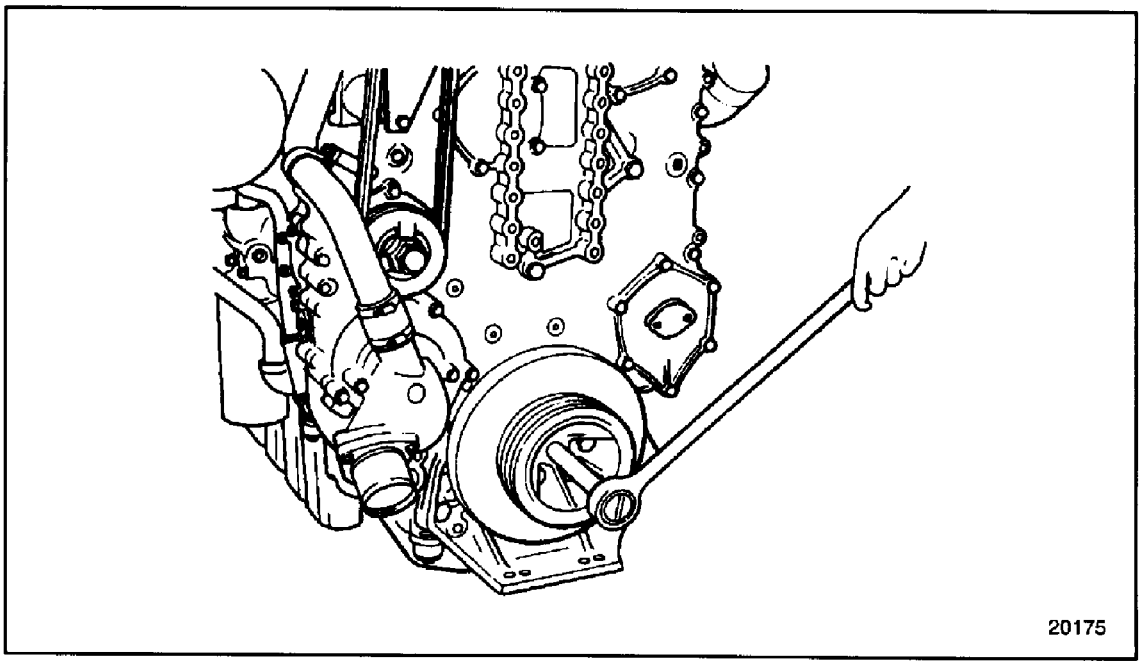

Figure 1-406 Barring Engine Over
6. Using the 3/4 in. square drive hole in the center of the crankshaft pulley and a 3/4 in. drive breaker bar, turn the crankshaft slowly in the direction of engine rotation. See Figure 1-406. Stop when the rod reaches the end of its upward travel.